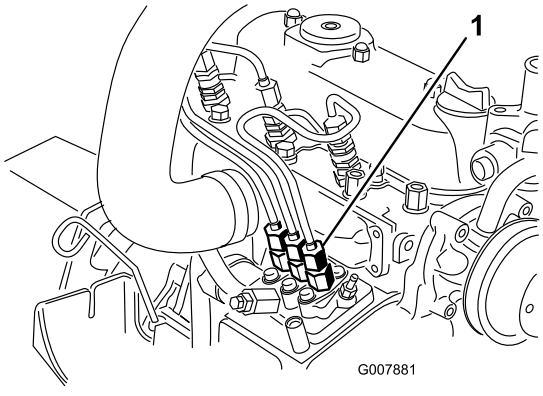

Figura 38
1. Mettete un cencio sotto il raccordo del tubo proveniente dalla pompa d'iniezione e diretto all'ugello dell'iniettore n. 1, come illustrato nella Figura 38.